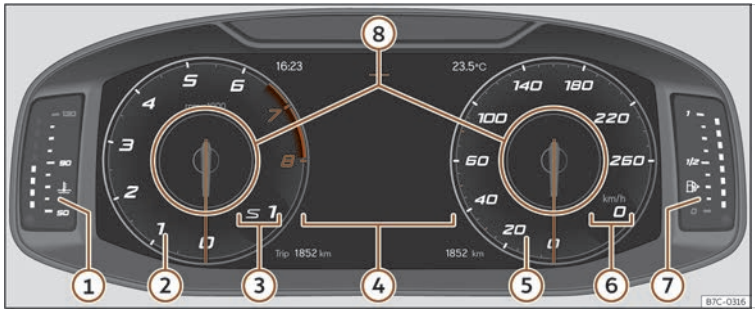

Abb. 1 Digital Cockpit in der Schalttafel (klassische Ansicht).
In allen Ansichten können die angezeigten Informationen in den **Informationsprofilen** ››› **(Abb. 1)** ⑧ personalisiert werden.
Die Zeiger der Umdrehungen pro Minute und der Geschwindigkeitsmesser werden über die gesamte Länge angezeigt ››› **(Abb. 1)**.